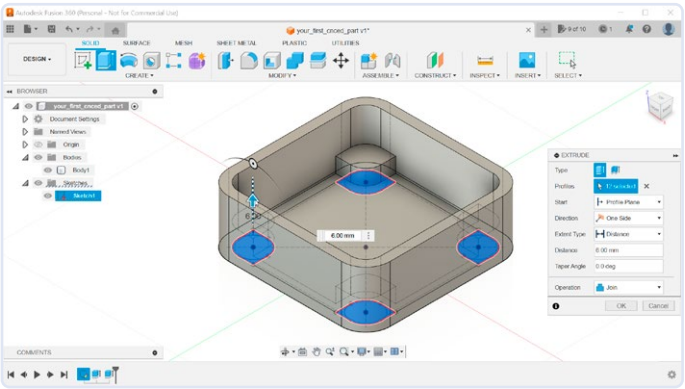

Figuur 12. De vier steunen extruderen.
12. Op dit punt kunnen we het bewerken van de sketch afronden door op de knop *Finish Sketch* te klikken en kunnen we de steunen extruderen. Als de body zichtbaar is, kan het lastig zijn om de gewenste vlakken van de sketch te selecteren. Een eenvoudigere oplossing is om *Body1* tijdelijk te verbergen in de browser, het *Extrude*-gereedschap te selecteren (**figuur 12**) en de vormen uit de schets te selecteren. Voordat je echter gaat extruderen, moet je *Body1* weer zichtbaar maken, omdat de steunen met deze body moeten worden verbonden. De afstand moet 6 mm zijn en zorg er in het dialoogvenster *Extrude* voor dat de *Operation* is ingesteld op *Join*.